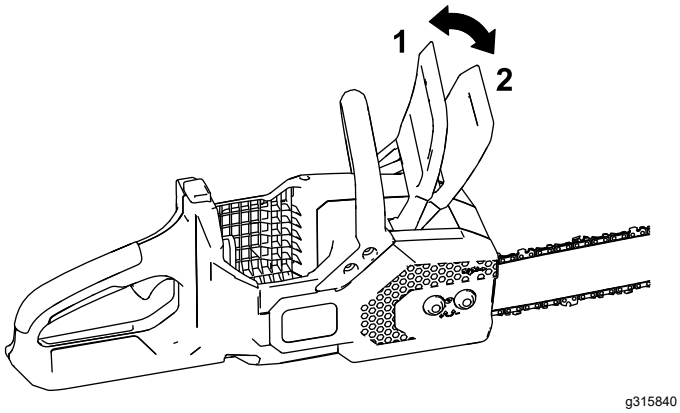

Rysunek 25
2. Załącz hamulec łańcucha przesuwając jego uchwyt do pozycji ZATRZYMANIA (Rysunek 25).
4. Rozłącz hamulec łańcucha przesuwając jego uchwyt w tył, do pozycji PRACY (Rysunek 25).
4. Upewnij się, że hamulec łańcucha znajduje się w położeniu PRACY (Rysunek 25).